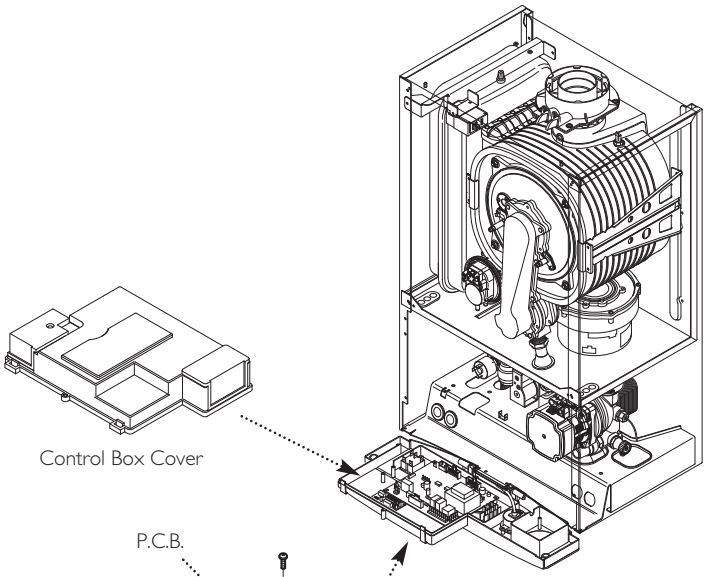

Fig. 78
13.22 P.C.B. (Figs. 78 & 79)
13.23 Pump P.C.B. (Figs. 78 & 79)
13.24 Selector Switch (Figs. 78 & 79)
2. Completely undo the screws securing the control box cover and release the cover retaining barbs from their slots. Disengage the rear of the cover from the control box hinge pin (Fig. 78).